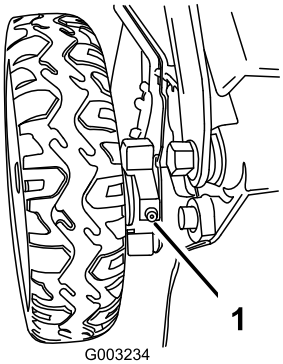

Figuur 37
1. Veeg de smeernippels aan de binnenkant van de achterwielen af met een schone doek (Figuur 37).